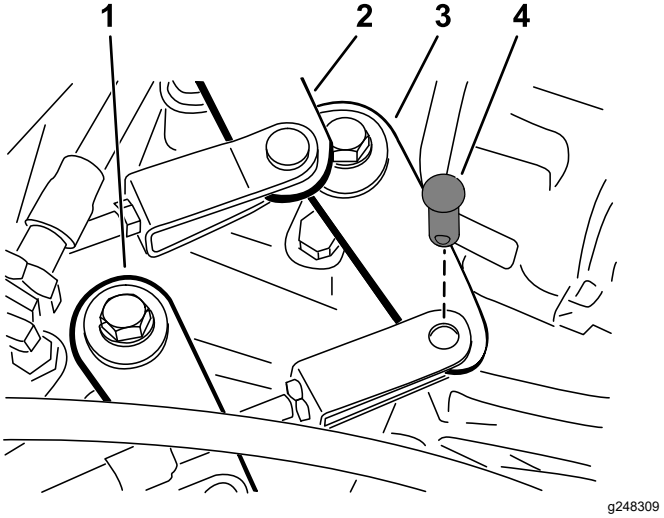

**Figur 44**
2. Ta bort de sprintbultar som fäster växelvajrarna på växellådans växlingsarmar (Figur 44).
1. Ta bort den sprintbult som fäster hög-/lågväxelvajern vid växellådan (Figur 44).